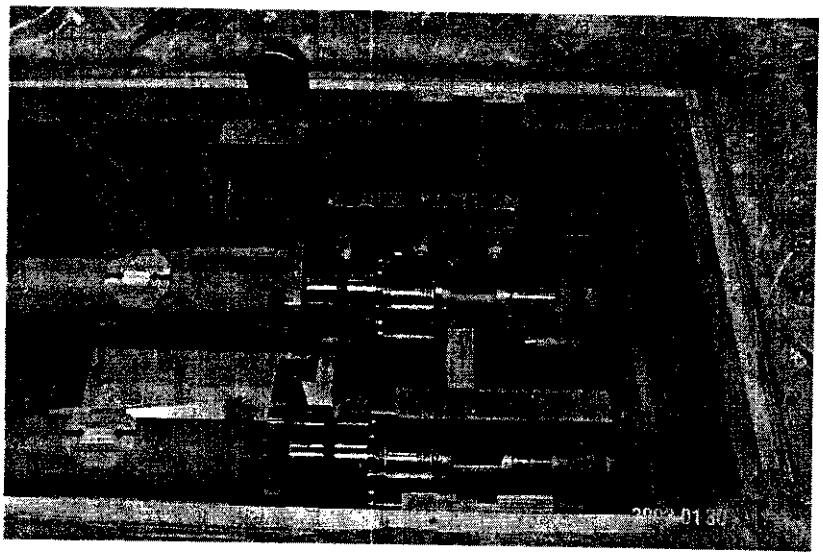

Figure 1.6 The lifting/insertion tool bolted to a power lead in preparation for removing it from the shipping container.
1.6 Attach the lifting/insertion tool to the lead flag as shown in Figure 1.6 and remove the lead from the shipping container.